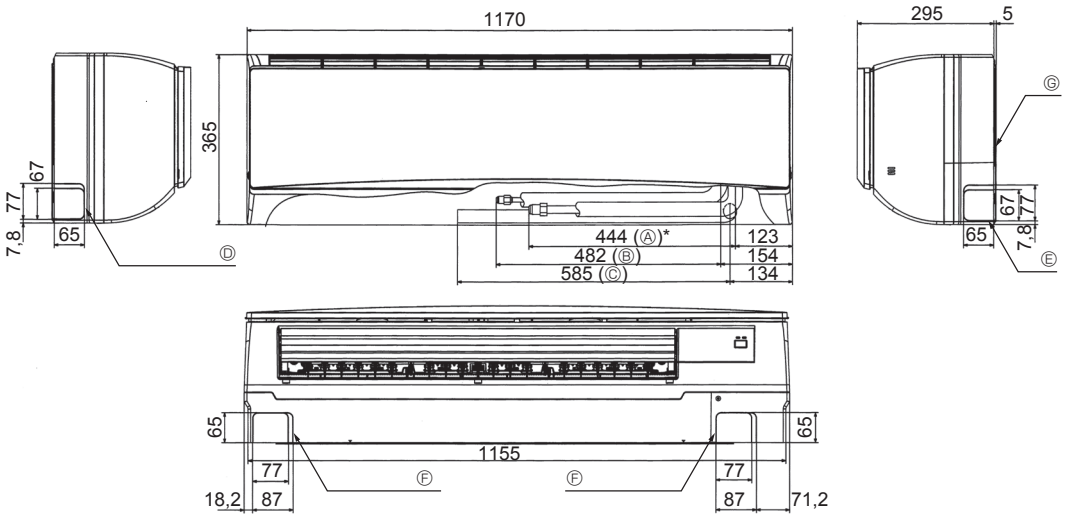

Fig. 4-3
4.4. Colocação das tubagens de refrigerante e de drenagem (Fig. 4-3)